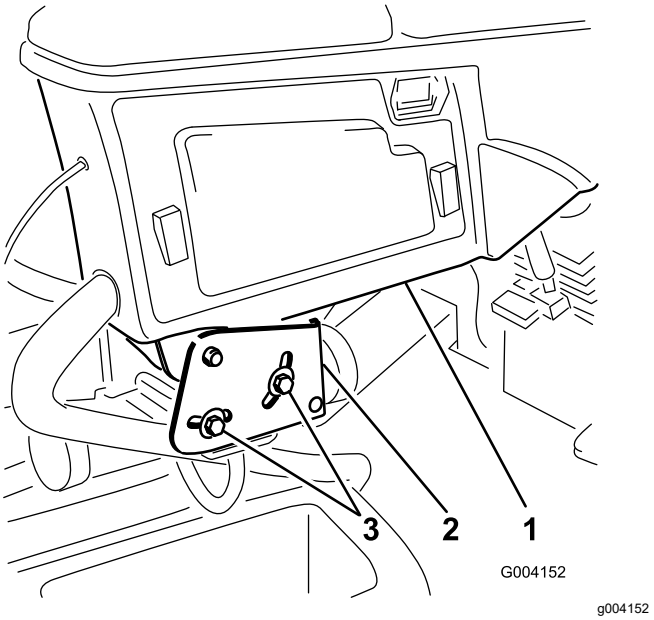

Rysunek 3
1. Poluzuj 2 śruby mocujące ramię sterujące do wspornika (Rysunek 3).